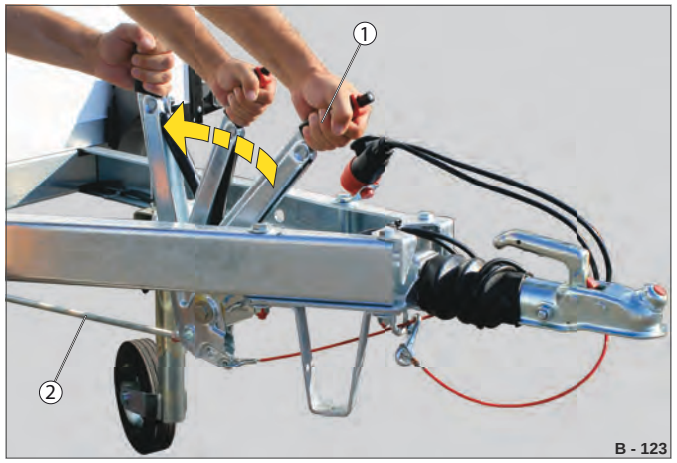

Fig. 92 Aktivering af parkeringsbremsen
▶ Træk håndbremsehåndtaget (Fig. 92 /1) så langt opad som muligt, så bremsen (Fig. 92 /2) aktiveres helt.